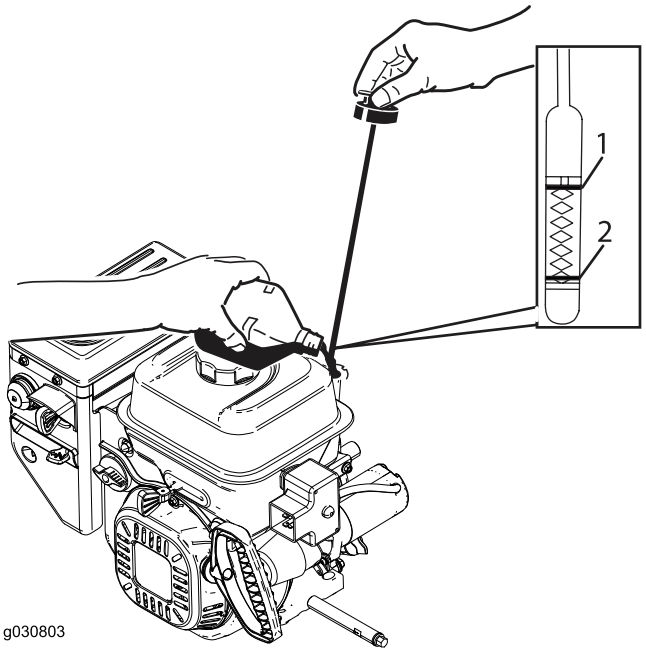

Figure 42
2. Remove the dipstick and check the oil level (Figure 42). If the oil level is below the Add mark on the dipstick, add oil. Refer to 6 Filling the Engine with Oil (page 9).